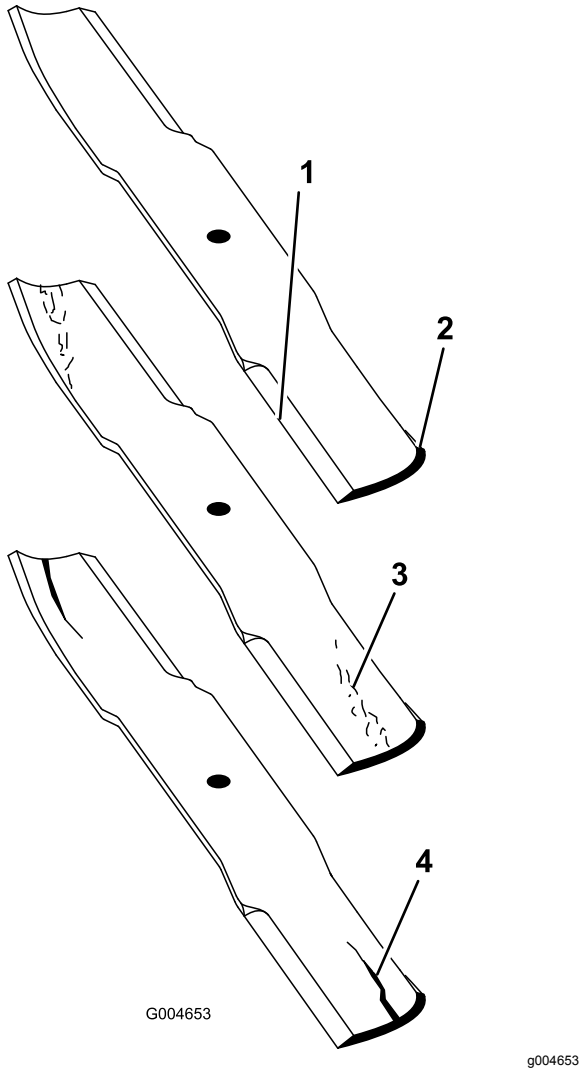

Figuur 89
2. Controleer nauwkeurig de uiteinden van het maaimes, in het bijzonder op de plaats waar het platte en het gebogen deel samenkomen (Figuur 89).
Opmerking: Omdat het metaal dat het platte en het gebogen deel van het mes verbindt, kan wegslijten door zand en ander schurend materiaal, moet u dit steeds controleren voordat u de maaier gaat gebruiken. Als u een slijtplek ontdekt (Figuur 89), moet u het mes onmiddellijk vervangen.